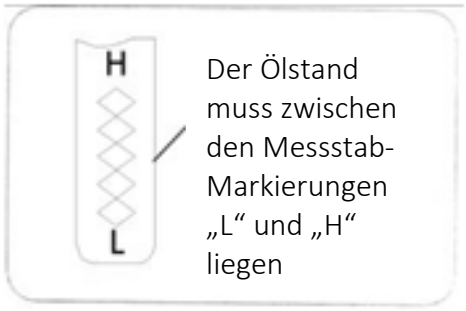

Abb. 41
4. Schrauben Sie die Ölschraube mit dem Ölstab wieder heraus und lesen Sie den Ölstand am Messstab ab. Wenn der Ölstand unter der Markierung „L“ (niedrig) liegt, füllen Sie langsam Öl nach, bis die Markierung „H“ (hoch) erreicht ist, siehe Abbildung 41.